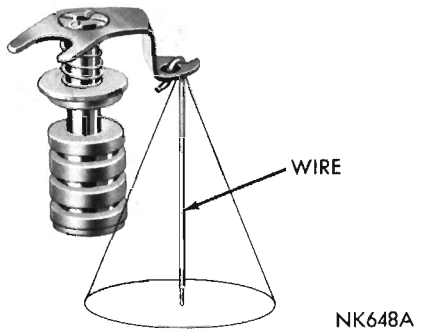

Fig. 11—Step-up Piston Wire Free Play
(7) Before installing step-up piston, be sure step-up rod is able to move freely each side of vertical position, (Fig. 11). The step-up rod must be straight and smooth.